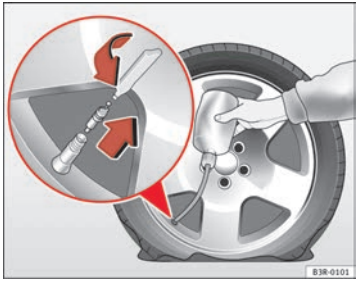

Fig. 201 Repairing a tyre
– Take the valve cap off the tyre valve and use the enclosed valve insert tool to unscrew the valve insert ⇒ page 260, fig. 201.